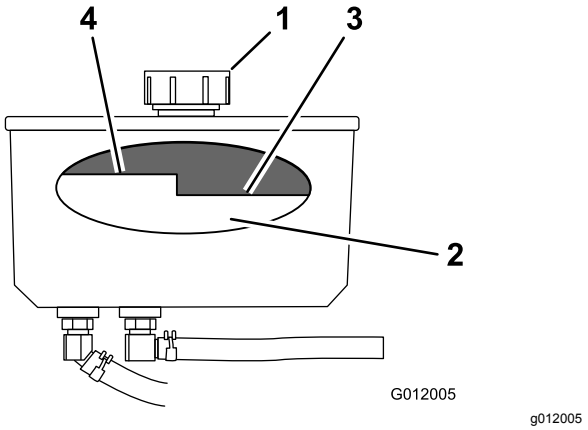

Figuur 72
4. Reinig het gebied rond de vulbuis en de dop van de hydraulische tank (Figuur 72).
5. Verwijder de dop van de vulbuis (Figuur 72).
Opmerking: Het vloeistofpeil moet onder de warm-markering op de keerplaat staan als de vloeistof warm is (Figuur 72).